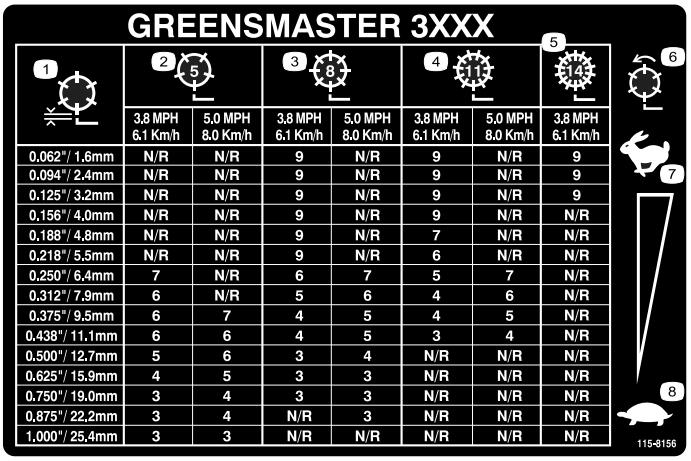

Figur 27
3. Avgjør hva som er den riktige innstillingen for spolehastighet, ved å bruke det aktuelle diagrammet (se Figur 27) for klippeenheter med 8, 11 eller 14 kniver.